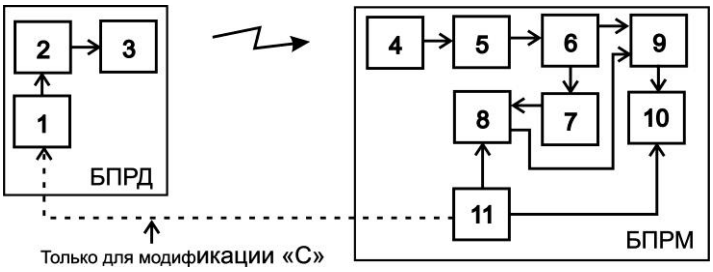

Рис. 6.5
6.2.1 Управляемый генератор 1 (см. рис. 6.5) вырабатывает импульсную последовательность определенной скважности. Под действием импульсов с генератора 1, модулятор 2 формирует последовательность СВЧ-радиоимпульсов, которые поступают на передающую антенну 3. Передающая антенна 3 излучает СВЧ-радиоимпульсы в направлении приемной антенны 4. Образовавшееся между передающей 3 и приемной 4 антеннами электромагнитное поле является источником полезных сигналов для обнаружения объектов, пересекающих электромагнитное поле. С выхода приемной ан-